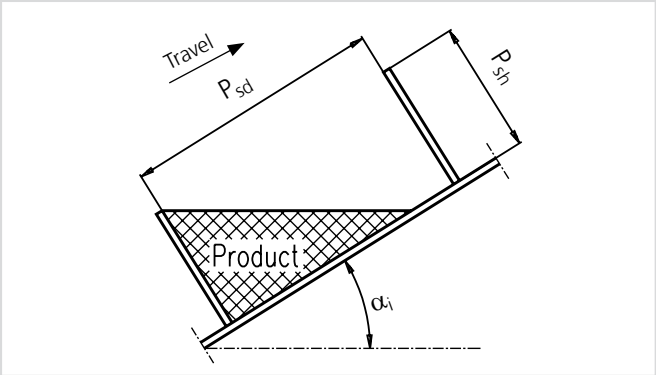

Figure 5-5 Situation 1
1. The distance between the product supports will allow the product to lie as shown on figure 5-5.
If InvTAN $\left(\frac{P_{sh}}{P_{sd}}\right) \leq \alpha_i$ - *you have situation 1 on figure 5-5*